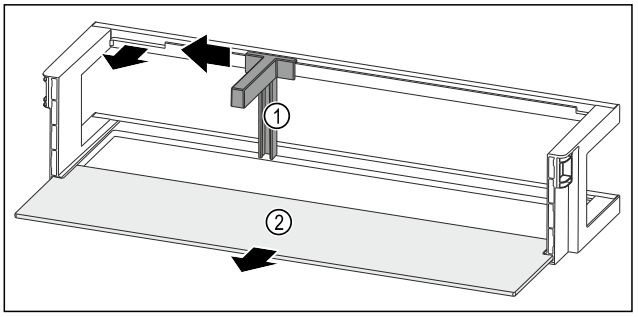

Fig. 136 Durvju plaukts ar pudeļu turētāju un plauktu
▶ Pabīdiet pudeļu turētāju *Fig. 136 (1)* līdz padziļinājumam uz sānu.
▶ Izņemiet pudeļu turētāju *Fig. 136 (1)*.
▶ Izņemiet plauktu *Fig. 136 (2)*.